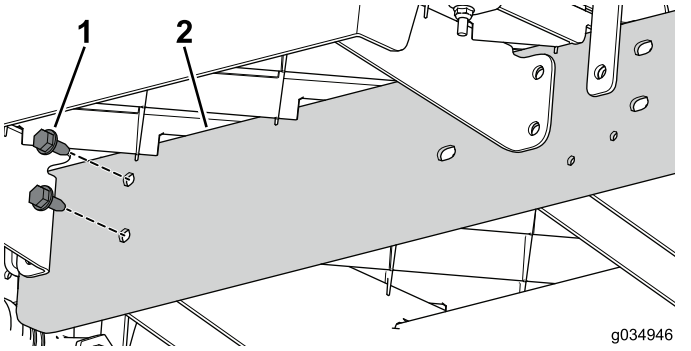

Figur 74
6. Montera förlängningsskenan löst på mittkanalen på maskinens främre del med de två skruvarna (5/16 x 3/4 tum) (Figur 74).